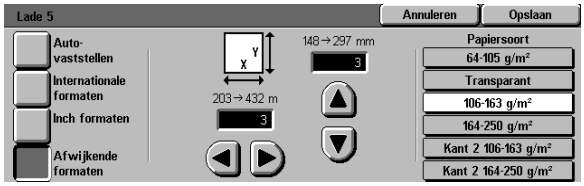

Figuur 27: Lade 5 Afwijkende formaten
- De toets **Afwijkende formaten** aanraken om de X- en Y-afmetingen (breedte en lengte) met de pijltoetsen in te voeren (zie figuur 27).